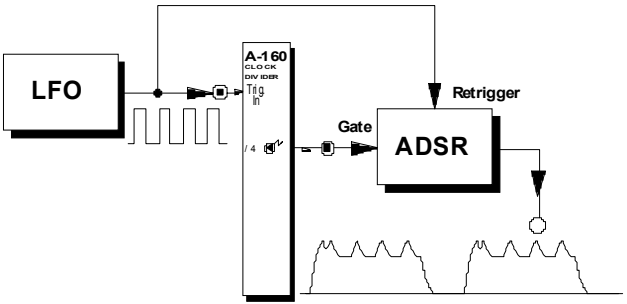

Fig. 2: ADSR envelope with retriggering
In the patch in Fig. 2, an ADSR is re-triggered by a square wave LFO, sub-divided in the A-160 by a factor of four (output ❹). The original whole LFO oscillation is patched to the re-trigger input on the ADSR. In this way, a new repeating envelope is created.